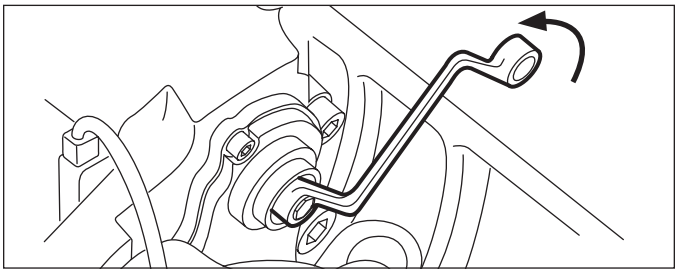

Figure 37 – Backing Off the Adjuster for Pad Removal
5.2.8 Use a 10 mm., six-point box wrench *(See Figure 37)* to turn the adjuster counterclockwise until sufficient space exists to remove the brake pads. A clicking noise occurs each time the adjuster turns.
5.2.19 Using the same tool, turn the Shear Adapter (61) **counterclockwise** and listen for the sound of 3 clicks as the mechanism backs-off (increases) the running clearance. *(See Figure 37).*